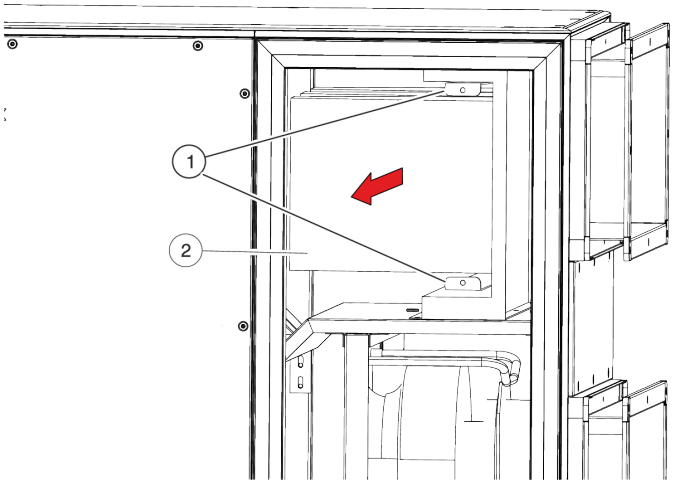

Fig. 27: Clamping rails
9. Pull out the two clamping rails (Fig. 27/1).
10. Pull out the filter (Fig. 27/2).
11. Remove the clamping rails (Fig. 27/1) and install on the rear side of the air handling unit.
12. Insert the filter (Fig. 27/2) on the rear side of the air handling unit.
13. Press in the clamping rails (Fig. 27/1).